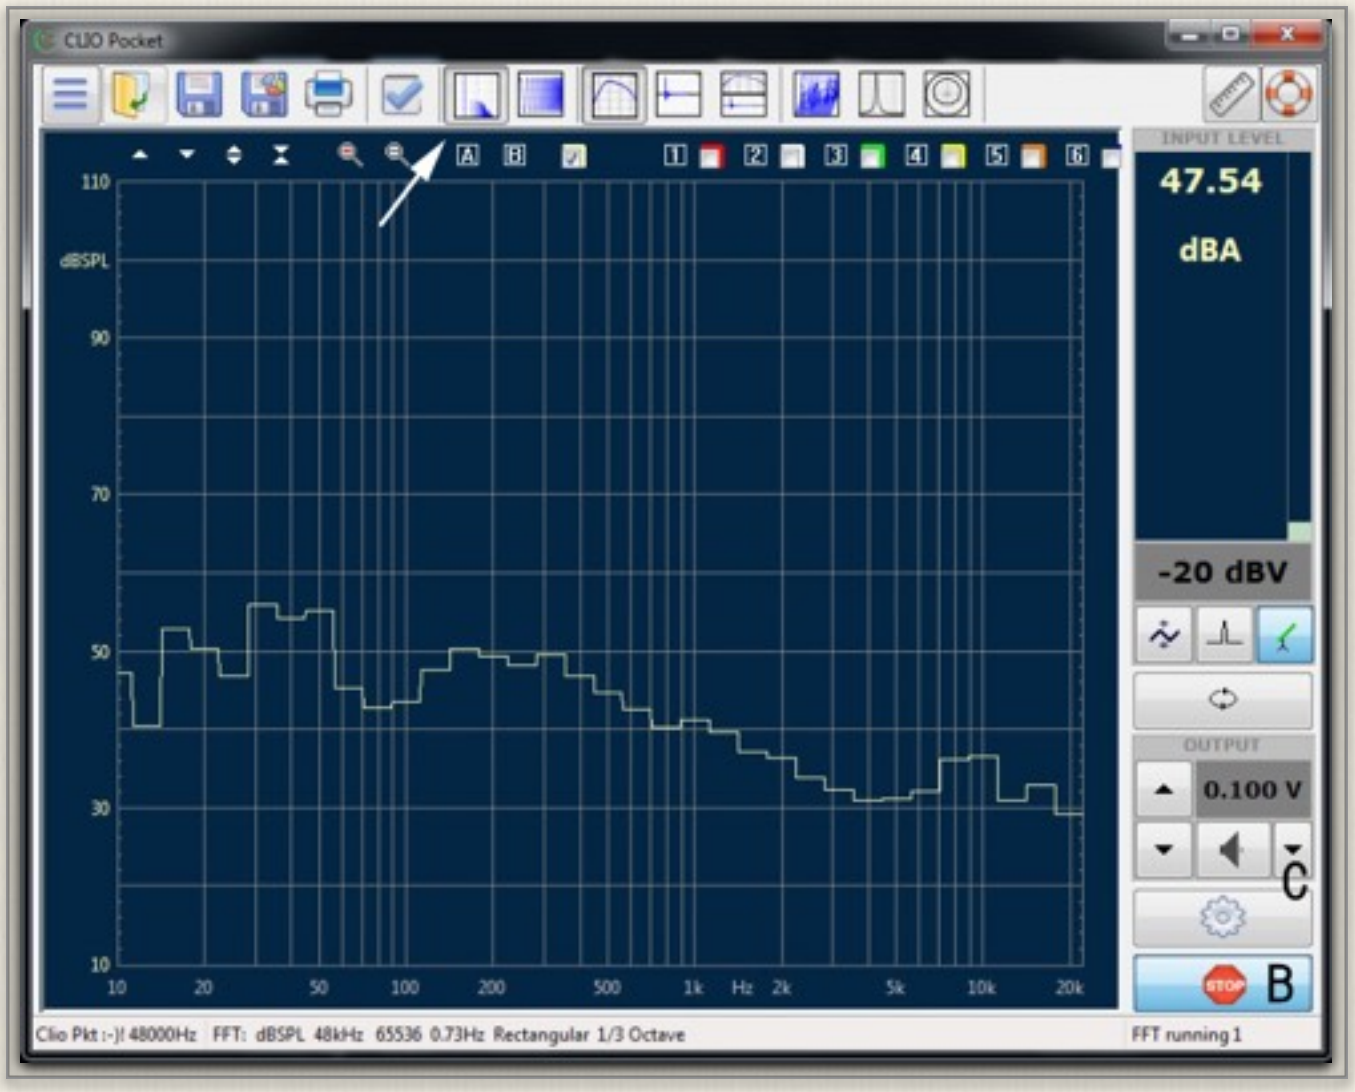

図4-7　FFT（RTA表示）で騒音レベルを確認
⑬ 図4-7矢印Cで信号発生器「Generator Control」を開く